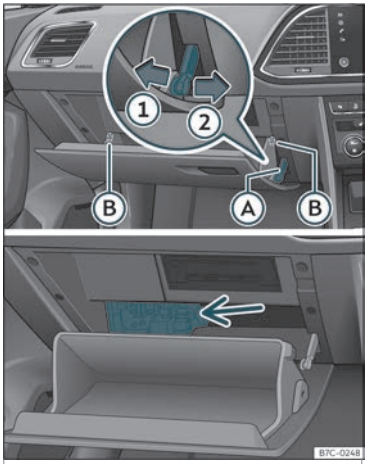

Fig. 45 Portaluvas (volante á dereita):acceso á caixa de fusibles.
- Desmonte o freo de apertura ››› **fig. 45** Ⓐ en dous pasos: primeiro desbloquee o freo puxando deste cara atrás (frecha ①) e despois despráceo lixeiramente cara á dereita (frecha ②). Desmonte a guía cando a tapa estea en apertura normal (30°).